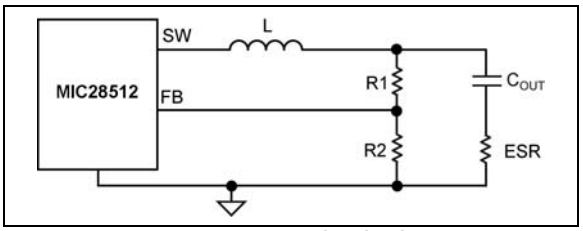

FIGURE 5-4: *Enough Ripple at FB.*
- Enough ripple at the feedback voltage due to the large ESR of the output capacitors (Figure 5-4). The converter is stable without any ripple injection.